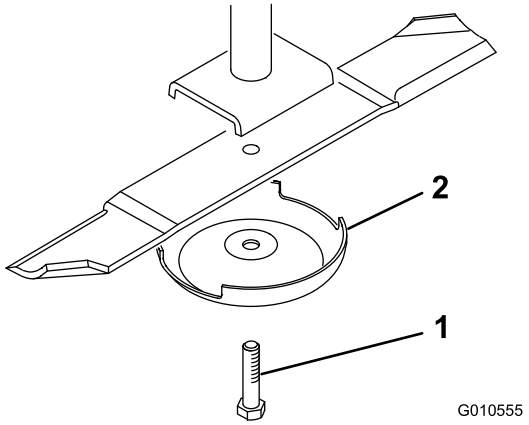

Figur 21
2. Fatta tag i knivens ände med en trasa eller en tjockt vadderad handske. Ta bort knivbulten, antiskalbehållaren och kniven från spindelaxeln (Figur 21).